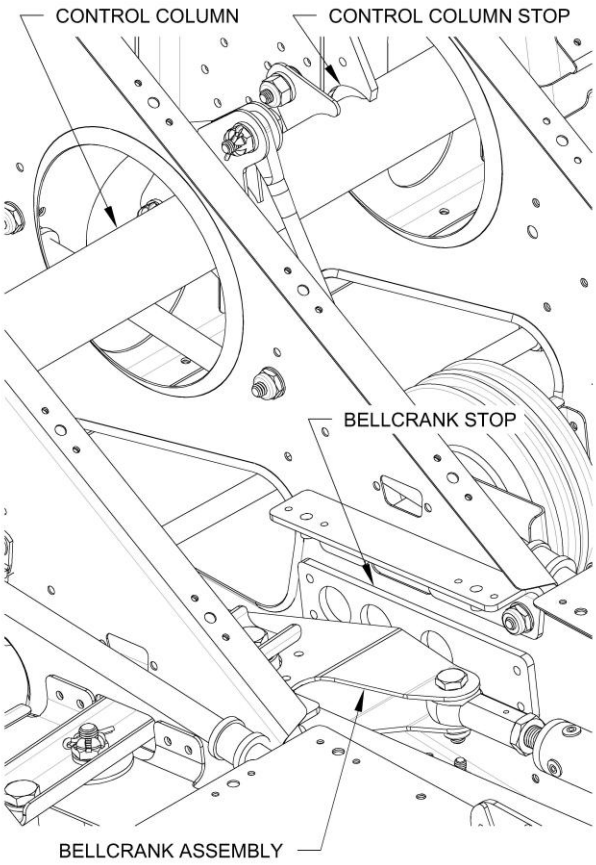

Figure 5: Control Stops
- Make sure the stabilator contacts its up and down stops before the WD-1210 Control Column contacts it's up and down stops. If not, loosen and tighten the stabilator cable tensioner barrels an equal and opposite amount until the travel is full and correct. The control column stops must limit excessive forward and aft pressure. The bellcrank stops must limit the left and right control stick motion. See **Figure 5**.